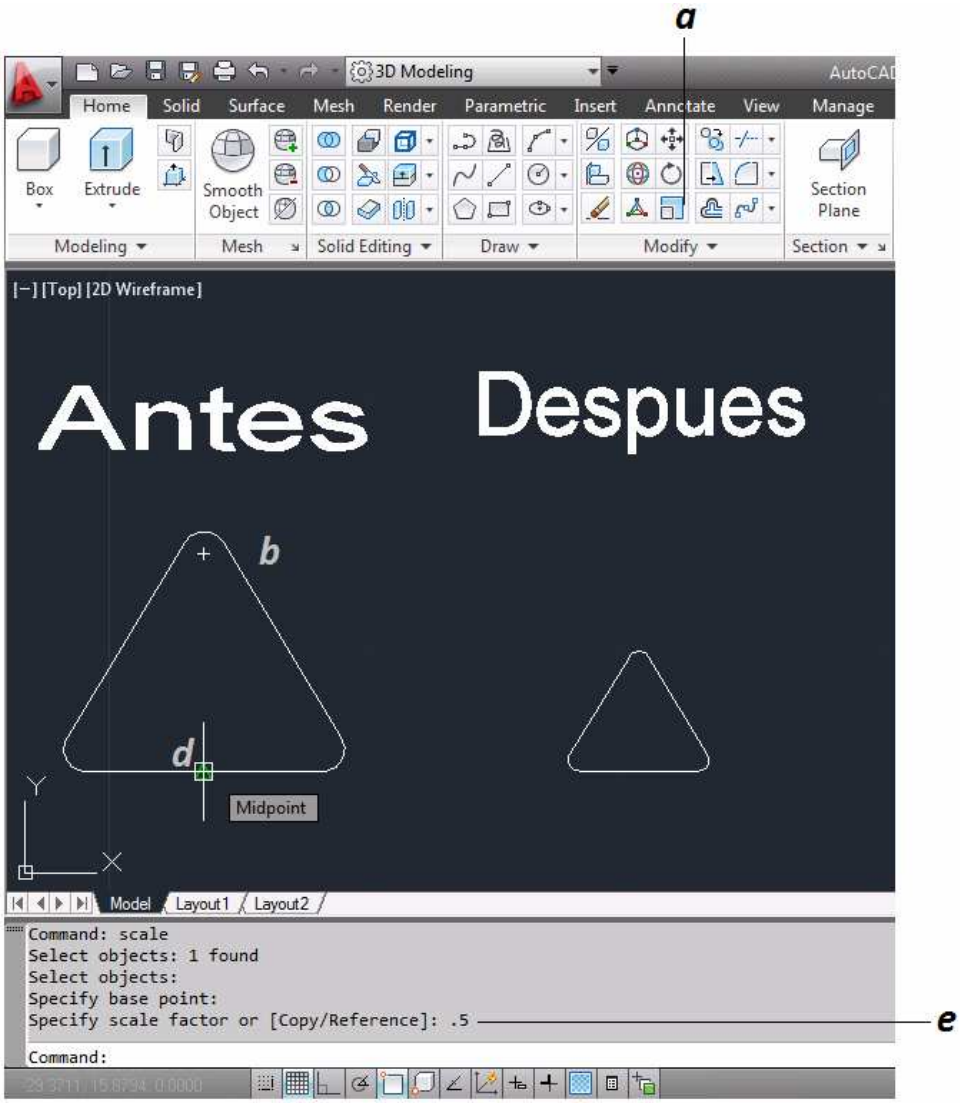

Figura 3.38 Modificacion de Entidades "Escala"
a. Se selecciona el comando escala y se da enter *(figura 3.38)*.
b. Se seleccionan las entidades que cambiaran de tamaño *(figura 3.38)*.
c. Se da enter para no seleccionar más entidades *(figura 3.38)*.
d. Se selecciona el punto medio de la base como punto de base del escalamiento *(figura 3.38)*.
e. Se introduce el tamaño de escalamiento, que en este caso será 0.5 (la mitad) y se da enter *(figura 3.38)*.